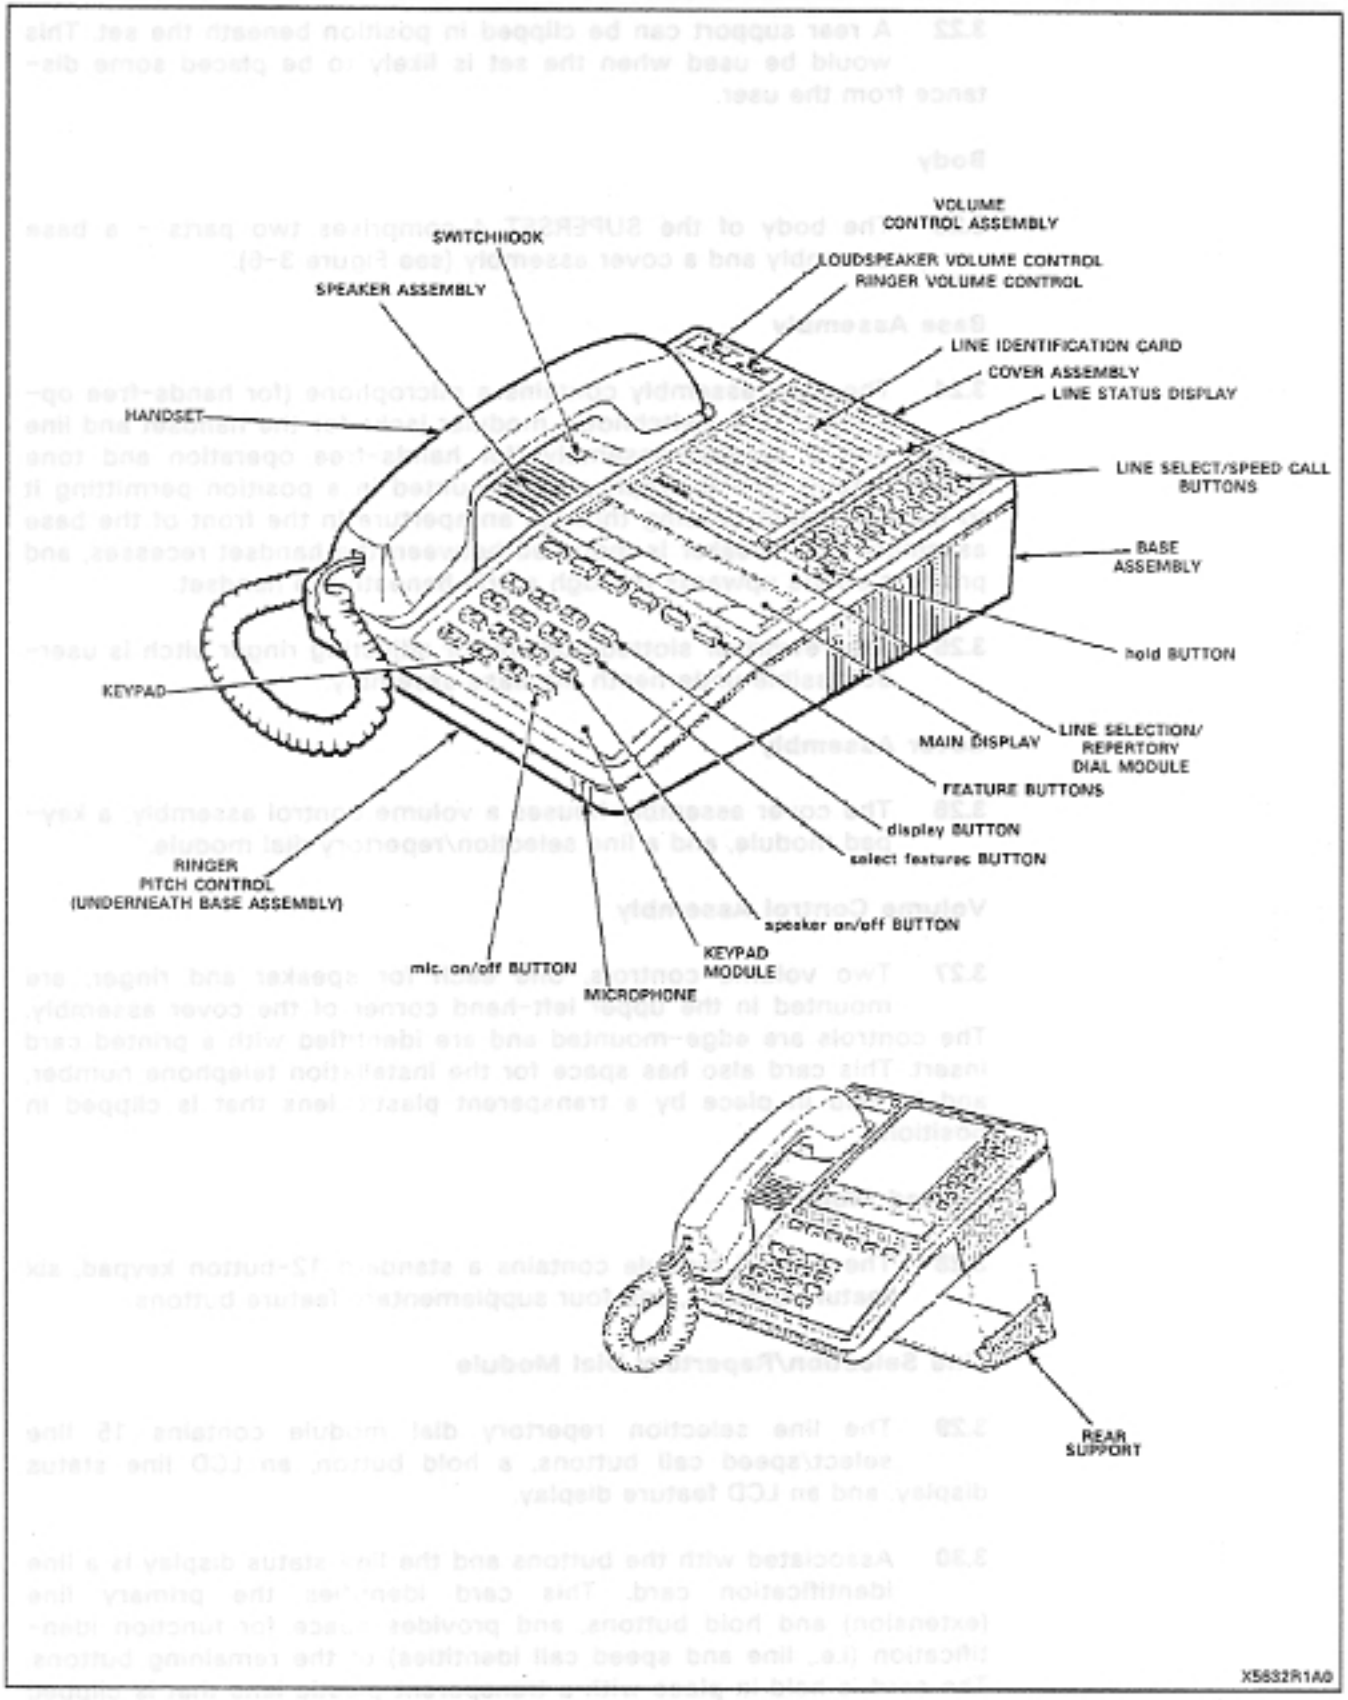

Figure 3-6 SUPERSET 4
3.23 The body of the SUPERSET 4 comprises two parts – a base assembly and a cover assembly (see Figure 3-6).